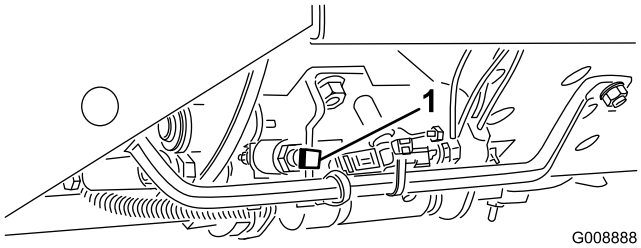

Figur 32
**Vigtigt: Klippehastigheden er fabriksindstillet til 9,7 km/t. Den kan øges eller mindskes ved at justere hastighedsstopskruen (Figur 32).**